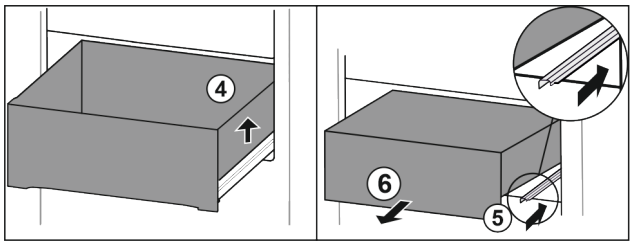

*Fig. 14**
▶ Schubfach rechts anheben *Fig. 14 (4)*.*
▶ Rechte Schiene einschieben *Fig. 14 (5)*.*
▶ Schubfach nach vorne entnehmen *Fig. 14 (6)*.*